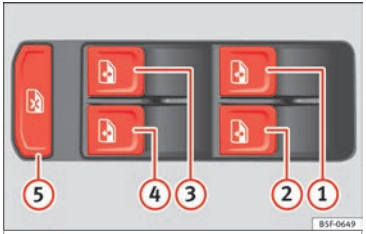

Fig. 139 Detail of the driver door: controls for the windows.
The safety switch ››› Fig. 139 (5) on the driver door can be used to disable the electric window buttons on the rear doors.
Buttons ››› **Fig. 139** ①, ②, ③ and ④ have two positions for opening windows and two for closing them. This makes it easier to open and close windows to the desired position.